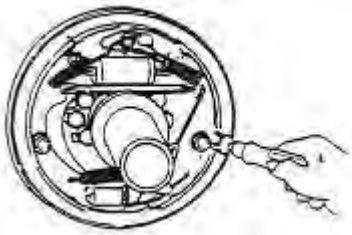

figure 2-16
(1) Disassemble supporting pin,adjusting rod,regulating device and spring on the brake shoe.See figure 2-16